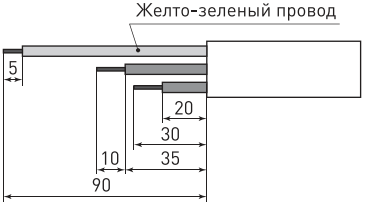

Рисунок 4
5.1.6 Установочный провод подготовить к монтажу согласно Рисунку 4. На токопроводящую жилу длиной 45 мм надеть термоусадочную трубку 6,0/3,0 длиной 30 мм, а на сам установочный провод надеть термоусадочную трубку 19.6/4.6 длиной 100 мм (рисунок 4).